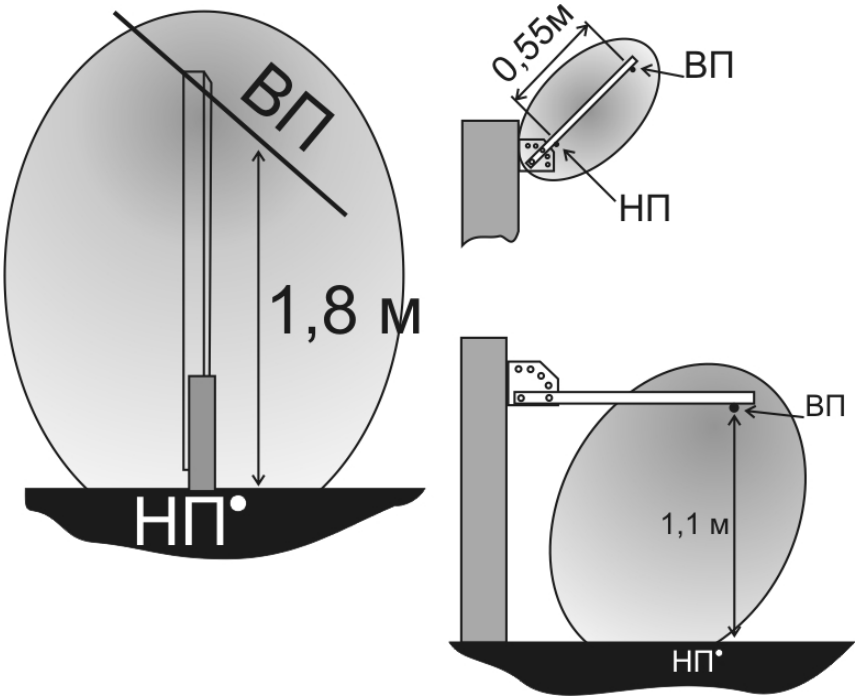

Рис. 6.8
6.3.3 Объемная ЗО формируется вокруг проводов ЧЭ, концентрируется вдоль них и имеет поперечное сечение в виде усеченного, в зависимости от проводимости земли, овала. Варианты построения ЧЭ и сечения ЗО показаны на рис. 6.8.